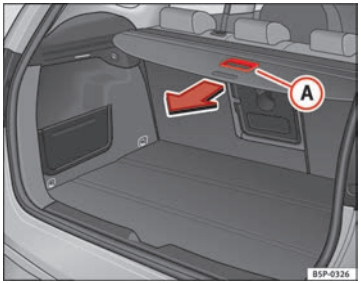

Fig. 123 Using the rear shelf
– Use the handle (A) to pull the shelf back until you hear a “click” ⇒ Fig. 123.